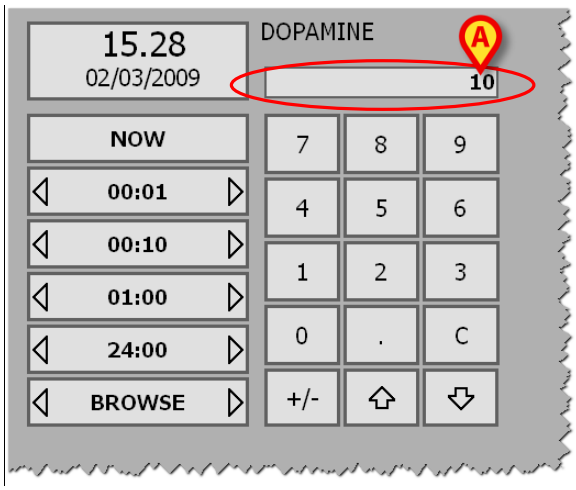

Fig 116
- Click the row containing the value that must be edited. The row is this way highlighted. The corresponding value is displayed in the field indicated in Fig 116.